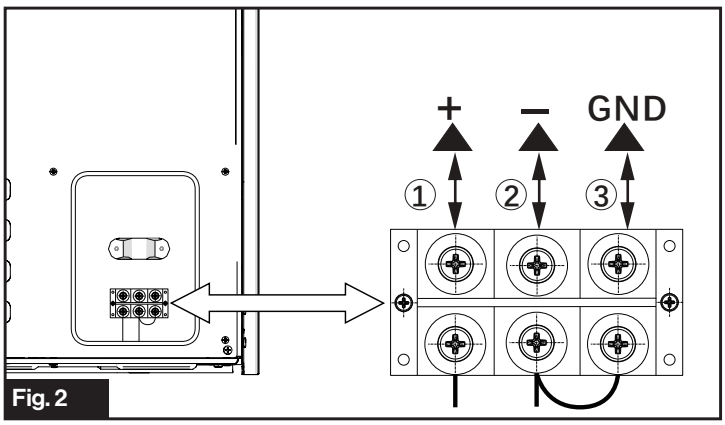

Fig. 2
2. Conecte los cables a los bornes correctos como se indica en la Fig. 2. Conecte el borne "**+**" al polo positivo de 12 V CC. Conecte el borne "**-**" al polo negativo de 12 V CC.